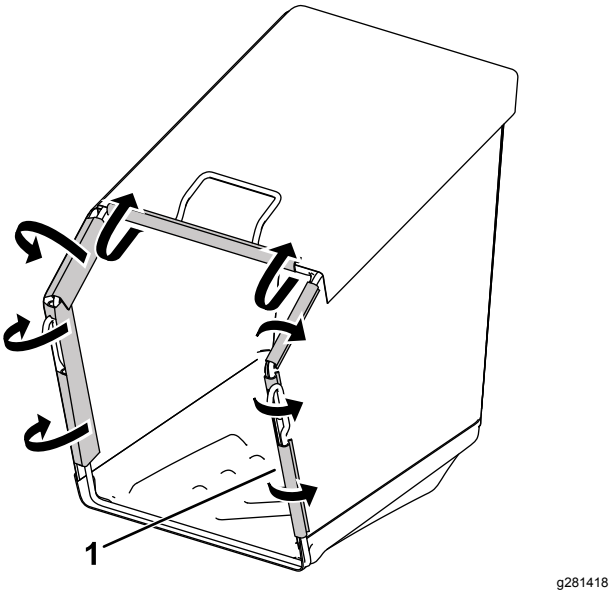

Figur 7
3. Fest plastklemmene til gressposerammen (Figur 7).